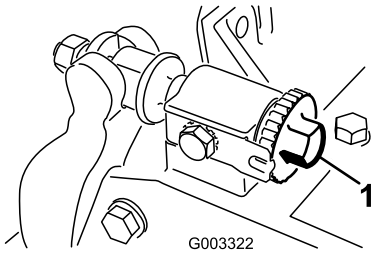
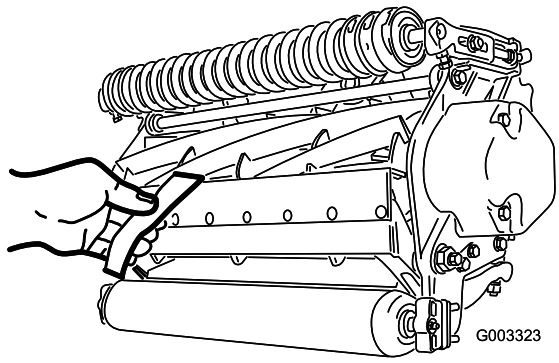

Figur 8
Figur 9
1. Parkera maskinen på en plan, jämn arbetsyta. Kontrollera att det inte finns någon kontakt med cylindern genom att vrida underknivsstångens justerskruvar motsols (Figur 8).
Viktigt: Se till att muttrarna baktill på underknivens justerskruvar inte vilar mot arbetsytan (Figur 8).
3. Sätt in en remsa tidningspapper i cylinderns ena ände, mellan cylindern och underkniven (Figur 9). Vrid cylindern långsamt framåt samtidigt som du vrider underknivsstångens justeringsskruv (Figur 8) medsols (i samma cylinderände, ett klick i taget tills det nyper åt lätt om papperet när det införs framifrån, parallellt med underkniven). Det ska ta emot något när man drar i papperet.
5. När inställningen är klar ska du kontrollera om cylindern kan nypa om ett papper när papperet förs in framifrån, och kan klippa papper när papperet förs in i rät vinkel i förhållande till underkniven (Figur 9). Det ska gå att klippa av papperet med minimal kontakt mellan underkniven och cylinderbladen. Om kontakten/cylindern släpar för mycket måste klippenheten antingen slipas eller fräsas för att få de vassa eggar som krävs för finklippning (se Toros bruksanvisning för slipning av cylinderklippare och rotorklippare, blankettnr 80-300PT).